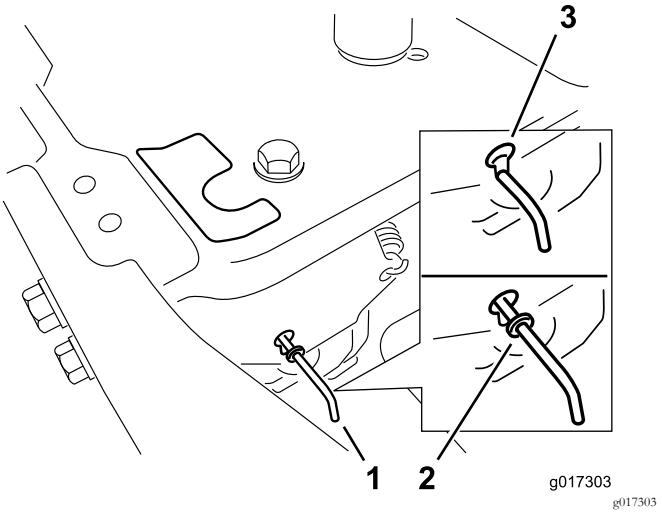

Figur 33
4. För förbikopplingsreglagen framåt genom nyckelhålet och nedåt för att låsa dem på plats (Figur 33).
För förbikopplingsreglagen bakåt genom nyckelhålet och nedåt för att låsa dem på plats enligt Figur 33.